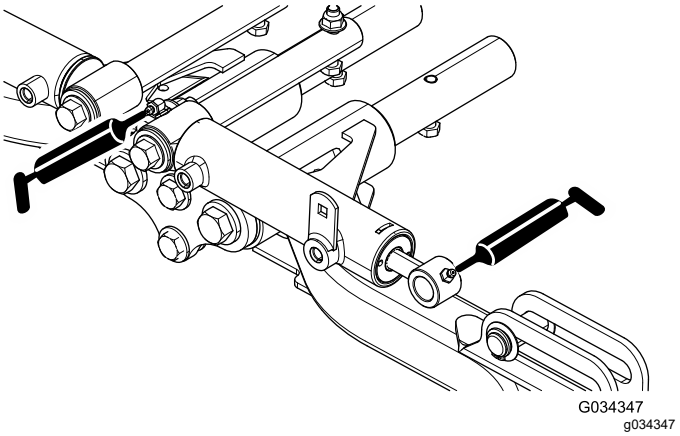

Figur 42
- Fremre løftearmstapper og løftesylindre (3 hver). Se Figur 42.